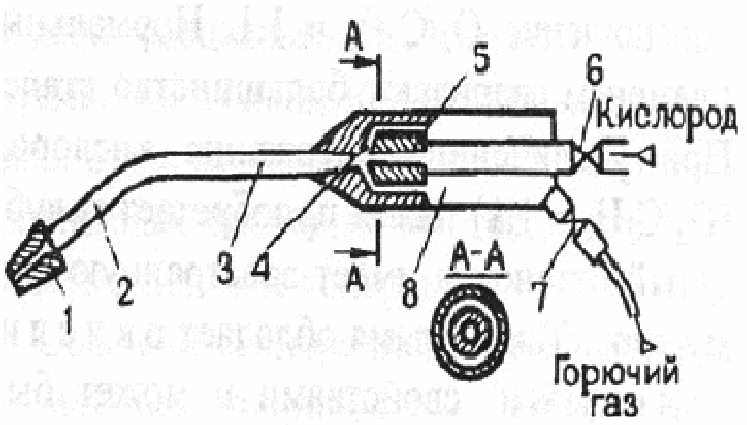

Рис. 4. Схема инжекторной горелки
Горелки бывают инжекторные и безинжекторные. Они служат для сварки, пайки, наплавки, подогрева стали, чугуна и цветных металлов. Наибольшее распространение получили горелки инжекторного типа (рис. 4).
2. Схема инжекторной горелки (см. рис. 4).